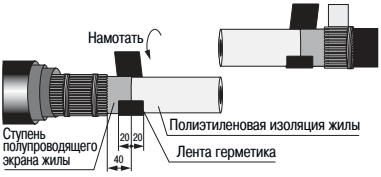

Рисунок 5
4.7 Обрез ть жилы соединяемых к белей по опорной линии (рисунок 5).
4.8 Специ льным ножом уд лить слой полупроводящего экр н с жил соединяемых к белей, ост вив уч сток экр н длиной 40 мм от срез оболочки. После уд ления экр н поверхность полиэтиленовой изоляции должн быть гл дкой, без бугров, з усенцев и ч стиц экр н . Недост тки н поверхности полиэтиленовой изоляции устр нить н жд чной бум гой. Поверхность изоляции жилы очистить с лфеткой, смоченной в бензине или р створителе (рисунок 5).
4.9 Для к ждой жилы: плотно н мот ть ленту-герметик с з ходом 20 мм н ступень полупроводящего экр н и 20 мм н поверхность полиэтиленовой изоляции, обж ть рукой (рисунок 5).